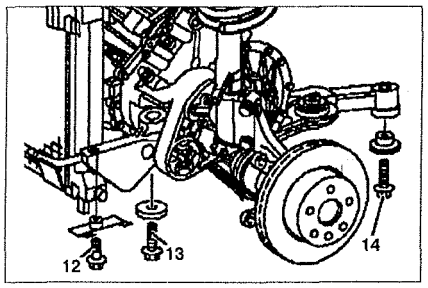

Рис. 4.42. Снятие подрамника:
8. Поднимите двигатель и опустите подрамник. Для этого ослабьте болты **12**, **13**, **14** (см.рис.4.42).